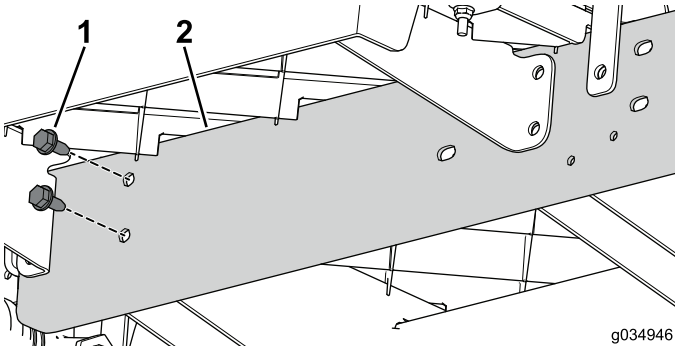

Figura 74
6. Utilizzate i 2 bulloni (5/16" x ¾") per montare, senza serrarla, la guida dell'estensione sul canale centrale sulla sezione anteriore della macchina (Figura 74).